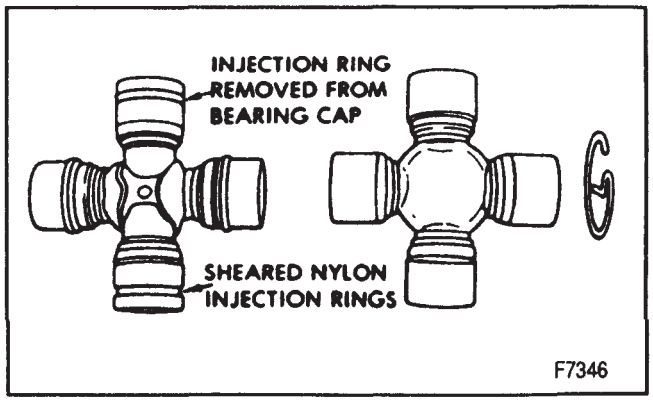

Figure 7—Production Universal Joints
- Place the universal joint so that the lower ear of the yoke is supported on a 1-1/8 inch (30 mm) socket (figure 7).